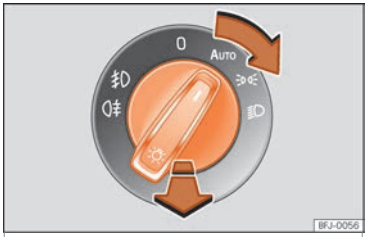

Fig. 43 Plancia portastrumenti: interruttore delle luci.
• Girare l'interruttore verso la posizione desiderata ››› fig. 43.